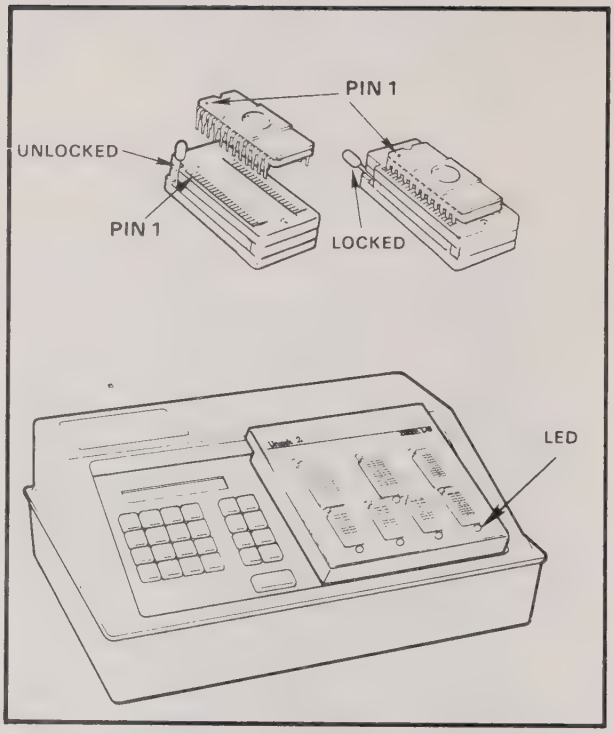

Figure 3-3. UniPak 2™ Sockets and Device Installation
2. Lift up the lever on the upper left side of the socket above the lighted LED; see figure 3-3. (The lever will stay locked into the upright position.)
3. Gently set the device in the socket above the lighted LED. Make sure pin 1 of the device is aligned with pin 1 of the socket as shown in figure 3-3.
2. Lift up the lever on the left side of the socket; see figure 3-3. (The lever will lock into the upright position.